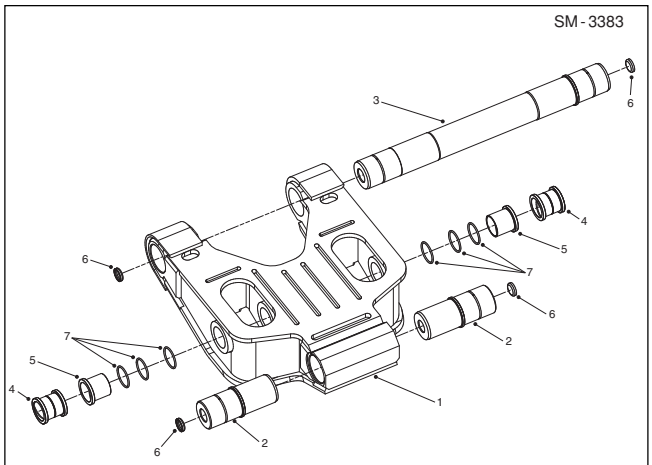

Fig. 8 - Exploded View - Lower Wishbone
26. Move LH lower wishbone (5) into position using suitable lifting equipment. Remove end caps (9) from wishbone pivot blocks (8) and apply thermo-paul 1 grease liberally to wishbone pivot pins (2 & 3, Fig 8.) and the inside of pivot blocks (8).